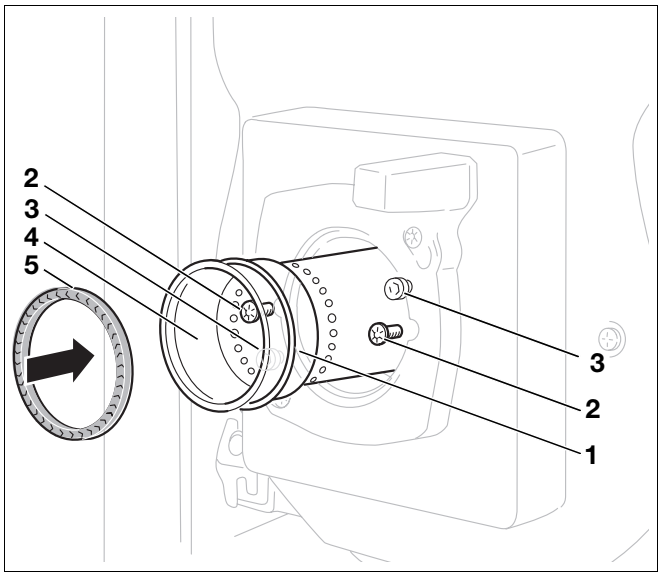

Rys. 39 Wymiana rury palnika i kontrola uszczelki
- Odkręcić obie śruby mocujące (Rys. 39, **Poz. 2**).
- Wyjąć starą rurę palnika (Rys. 39, **Poz. 4**).
- Zamontować nową rurę palnika (Rys. 39, **Poz. 4**) i o-ring (Rys. 39, **Poz. 1**).
- Przed zamontowaniem palnika sprawdzić uszczelkę (Rys. 39, **Poz. 5**, strona 34) znajdującą się między systemem mieszającym a rurą palnika.
- Włożyć uszczelkę do rury palnika (Rys. 39, **Poz. 5**, strona 34).
- Nałożyć palnik na obie śruby znajdujące się w kołnierzu palnika (Rys. 39, **Poz. 3**, strona 34).
- Dokręcić w lewo do oporu i dociągnąć śruby mocujące (Rys. 39, **Poz. 2**, strona 34).